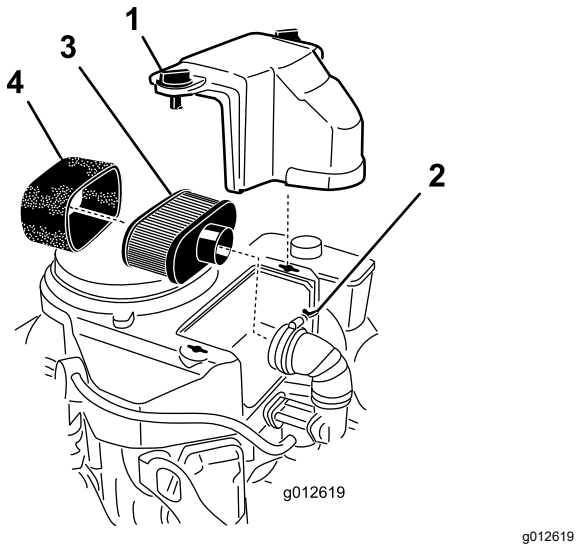

Figura 43
3. Limpie alrededor del limpiador de aire de forma que la suciedad no penetre en el motor y cause daños (Figura 43).
4. Afloje los botones de la tapa y retire la tapa del limpiador de aire (Figura 43).
5. Afloje la abrazadera y retire el conjunto del limpiador de aire (Figura 43).
6. Retire cuidadosamente el elemento de espuma del elemento de papel (Figura 43).
1. Limpie el elemento de papel golpeándolo suavemente para eliminar el polvo. Si está muy sucio, cambie el elemento de papel (Figura 43).
1. Deslice cuidadosamente el elemento de espuma sobre el elemento de papel (Figura 43).
2. Coloque el conjunto del limpiador de aire sobre la base o la manguera y sujételo (Figura 43).
3. Coloque en su posición la cubierta del limpiador de aire y apriete los pomos de la cubierta (Figura 43).